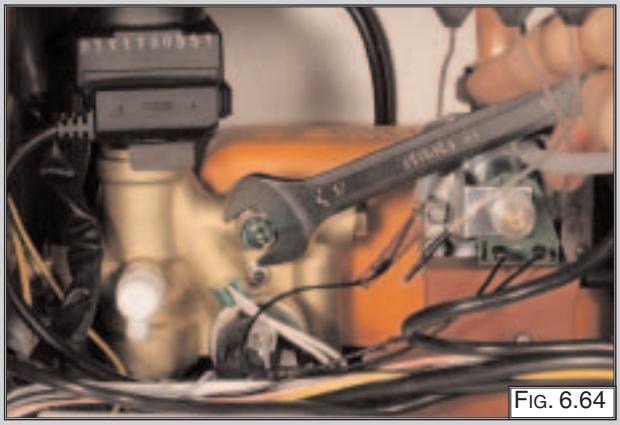

FIG. 6.64
1. Pull off the electrical connector and unscrew the sensor probe using a suitable spanner (FIG. 6.64).